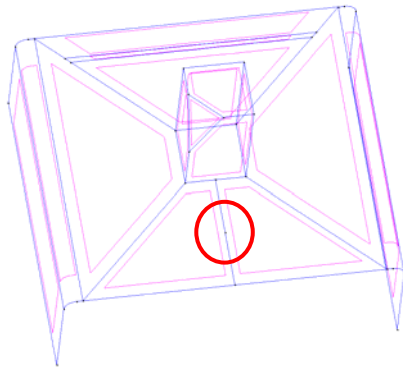

Figure 4. Geometry of the model. The point around which the mesh will be concentrated.
2. Select the point indicated in Figure 4. Press **ESC**[4] to indicate that the selection of points is finished.